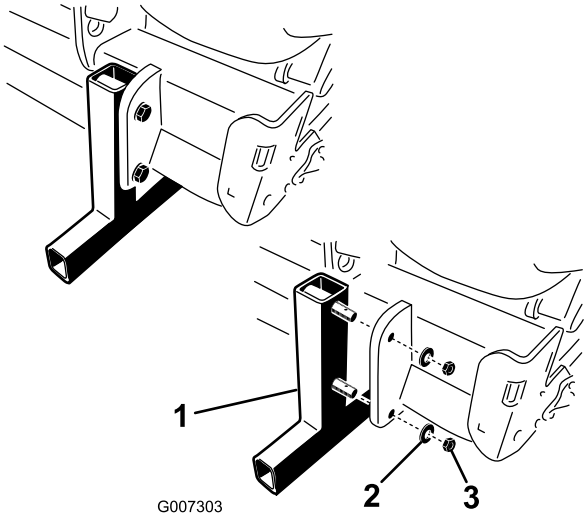

**Figur 16**
2. Fjern de møtrikker og låseskiver, der fastgør støttebenene til dybdelufteren (Figur 16).
4. Sæt ringstifterne (medfølger i løsdelene) i støttebenenes stifter med henblik på opbevaring (Figur 16).